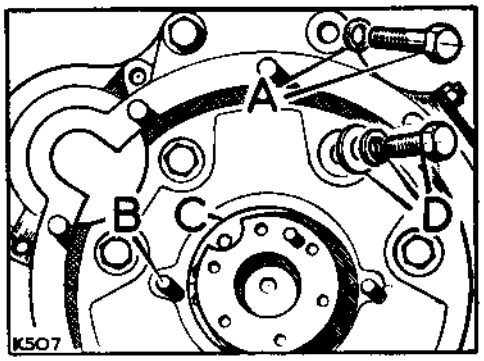

**Fig. A2-123. Flywheel housing fixings**
11. Replace the oil seal in the flywheel housing recess and fit the housing to the cylinder block. Fig. A2-123 refers.